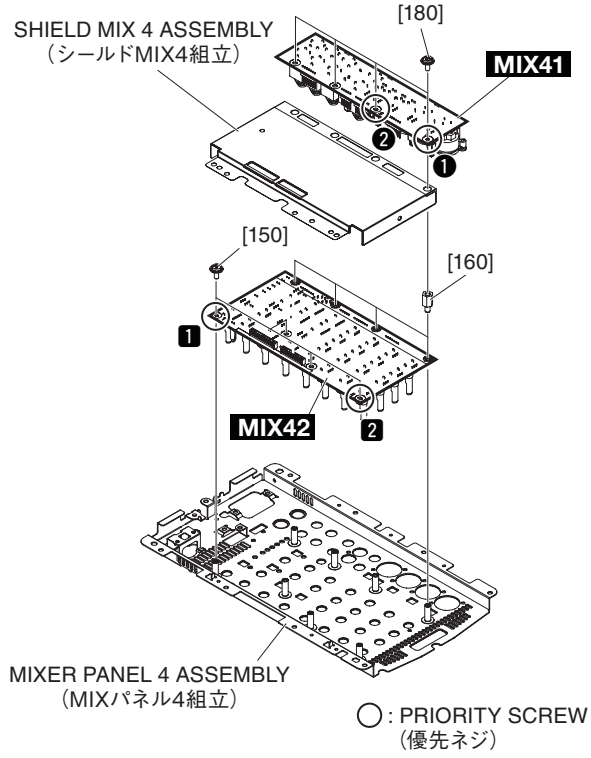
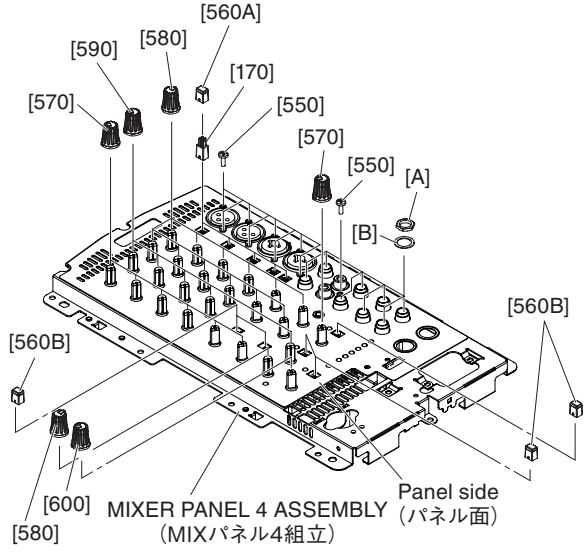

Fig.B-10(図B-10)
Fig.B-11 (図B-11)
B-10-6-1 Remove the four (4) screws marked [180], nine (9) screws marked [550], eight (8) nuts marked [A] and eight (8) washers marked [B]. The MIX41 circuit board can then be removed. (Fig. B-10, Fig. B-11)
* ***The below parts are not components of the MIX41 circuit board. When replacing the MIX41 circuit board, remove the below parts from the MIX41 circuit board and install them to the new circuit board. (Fig. B-11)***
* ***When installing the MIX41 circuit board, first tighten the two (2) priority screws as shown in Fig. B-10.***
B-10-6-1 [180] のネジ 4 本と [550] のネジ 9 本と [A] のナット 8 個と [B] のワッシャ 8 個を外して、MIX41 シートを外します。(図 B-10、図 B-11)
※ **下記の部品は MIX41 シートの構成部品ではありません。MIX41 シートを交換する際には、MIX41 シートから下記の部品を取り外して、新しいシートに取り付けてください。(図 B-11)**
※ **MIX41 シートを取り付けるときには、優先ネジ 2 本を図に示す順で先に締めてください。(図 B-10)**
B-10-7-2 Remove the below parts from the panel side. (Fig. B-11)
B-10-7-3 Lift the shield mix 4 assembly in the direction of the arrow as shown in Photo B-1, and remove the four (4) screws marked [150] and four (4) hexagonal spacers marked [160]. The MIX42 circuit board can then be removed. (Fig. B-10, Photo B-1)
* ***The below parts are not components of the MIX42 circuit board. When replacing the MIX42 circuit board, remove the below parts from the MIX42 circuit board and install them to the new circuit board. (Fig. B-11)***
* ***When installing the MIX42 circuit board, tighten the four (4) screws marked [150] and then the four (4) hexagonal spacers marked [160].***
First tighten the two (2) priority screws in order as shown in Fig. B-10.
B-10-7-2 パネル面から、下記の部品を外してください。(図 B-11)
B-10-7-3 シールド MIX4 組立を写真 B-1 のように矢印の方向へめくり、[150] のネジ 4 本と [160] の 6 角スペーサーを 4 本外して、MIX42 シートを外します。(図 B-10、写真 B-1)
※ **下記の部品は、MIX42 シートの構成部品ではありません。MIX42 シートを交換する際には、下記の部品を取り外して、新しいシートに取り付けてください。(図 B-11)**
このとき、優先ネジ 2 本を図に示す順で先に締めてください。(図 B-10)